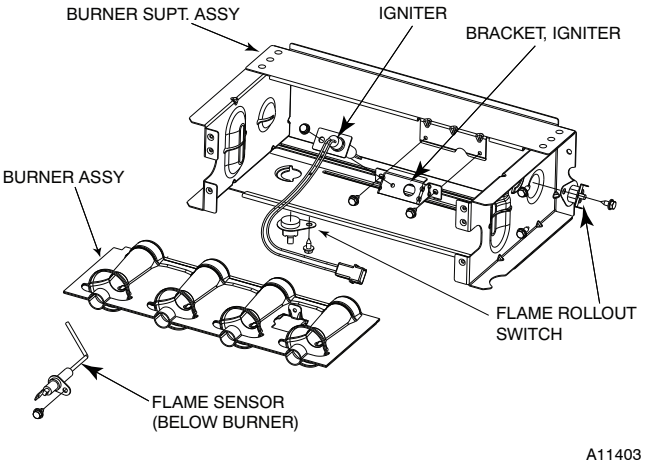

Fig. 64 - Burner Assembly
Refer to Fig. 64.
a. Using a 1/4-in. driver, remove the two screws securing the igniter mounting bracket to the burner assembly See Fig. 64.
6. To replace igniter and bracket assembly, reverse items 5a through 5d.
7. Reconnect igniter harness to the igniter, dressing the igniter wires to ensure there is no tension on the igniter itself. See Fig. 64.